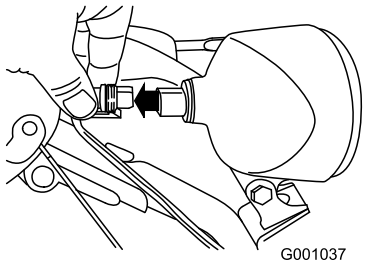

Figur 55
1. Fjern ledningskonnektoren fra baksiden av frontlykten (Figur 55).